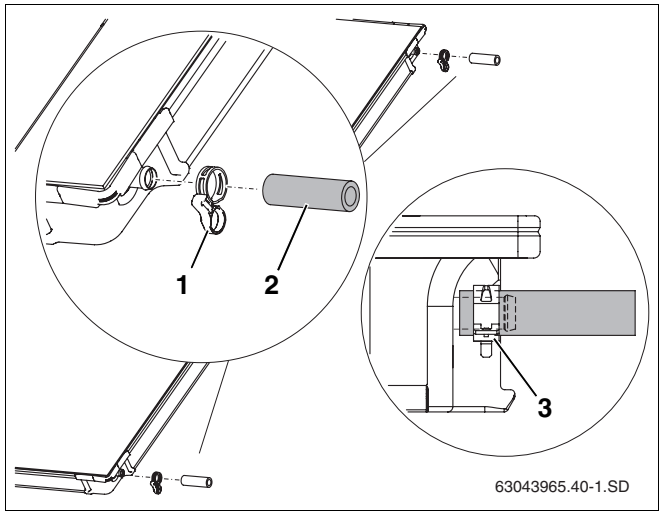

Rys. 39 Montaż zestawu łączącego na drugim kolektorze
- Wsunąć węże instalacji solarnej długości 95 mm (rys. 39, **poz. 2**) na prawe przyłącza drugiego i każdego następnego kolektora.
- Zaciskowe opaski sprężynujące (rys. 39, **poz. 1**) wsunąć na wąż instalacji solarnej (druga opaska będzie zabezpieczać przyłącze kolejnego kolektora).
- Jeżeli zaciskowa opaska sprężynująca znajduje się we właściwym miejscu, można zaciągnąć pierścień zabezpieczający połączenie (rys. 39, **poz. 3**).